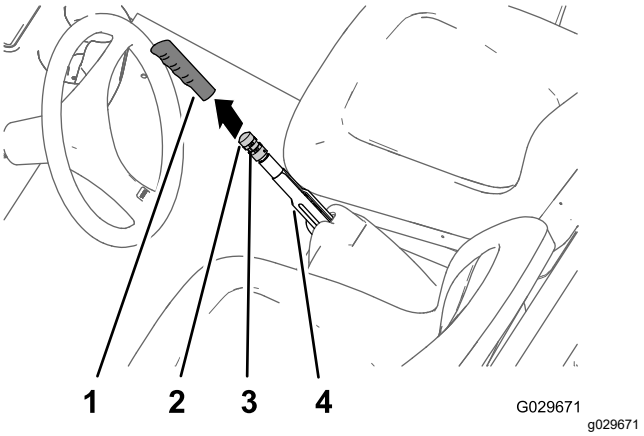

Figur 62
1. Ta bort handtagsgreppet från parkeringsbroms-spaken (Figur 62).
2. Lossa ställskruven som håller fast bromsjuste-ringsvredet på parkeringsbromsspaken (Figur 62).
3. Vrid bromsjusteringsvredet tills det når en kraft på 133–156 N för att koppla in parkeringsbromsspaken (Figur 62).
4. Dra åt ställskruven och montera handtagsgreppet (Figur 62).
1. Ta bort handtagsgreppet från parkeringsbromsspaken (Figur 62).
2. Lossa ställskruven (Figur 62) som håller fast bromsjusteringsvredet på parkeringsbromsspaken, koppla ur parkeringsbromsen och lossa bromsjusteringsvredet.
5. Vrid bromsjusteringsvredet (Figur 62) tills en kraft på 133–156 N krävs för att koppla in parkeringsbromsspaken.
C. Vrid bromsjusteringsvredet (Figur 62) så att det behövs en kraft på 133–156 N för att koppla in parkeringsbromsspaken.
- Dra åt ställskruven och montera handtagsgreppet (Figur 62).